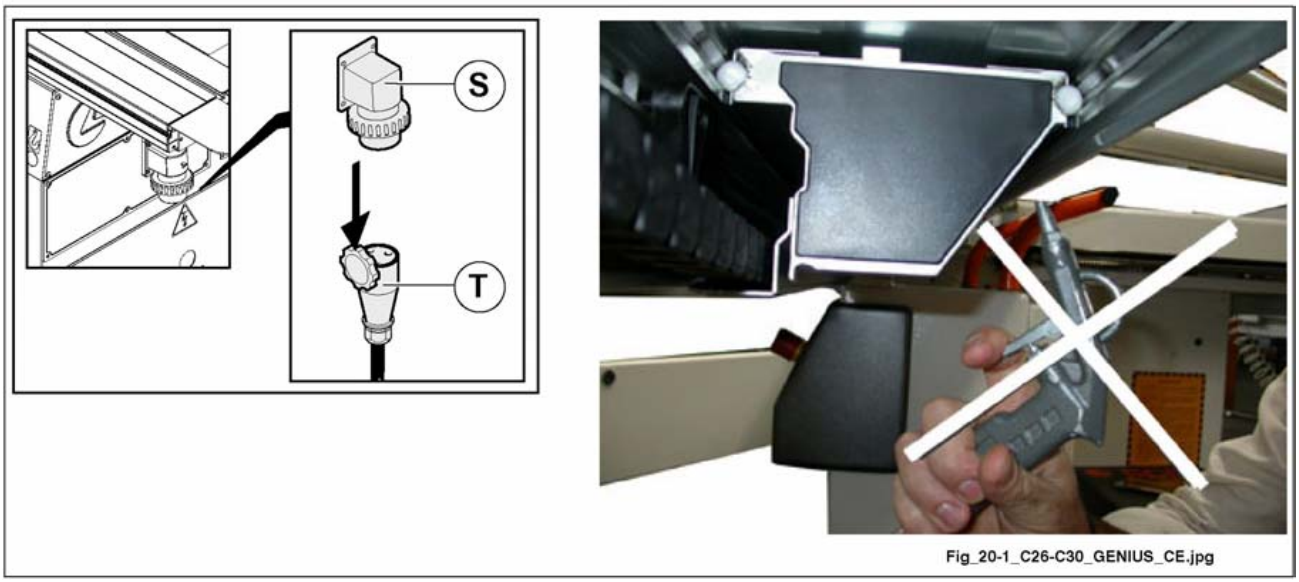

Fig. 20.1
before carrying out any of the operations make sure to cut the main electric power and disconnect socket (T fig. 20.1) from plug (S fig. 20.1).
DO NOT USE COMPRESSED AIR; by blowing with a strong air jet (fig. 20.1) chips,dust and dirt of any type may enter into the moving members, so the machine is no more efficient.
- suction hoods (C fig.20.1) by checking that there are no occlusions.